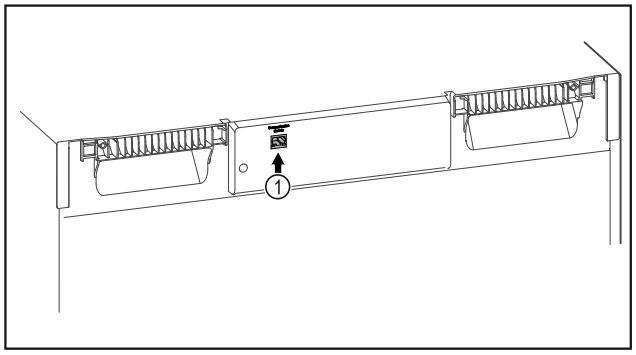

Fig. 83
❑ El SmartModule *Fig. 83 (1)* está colocado.